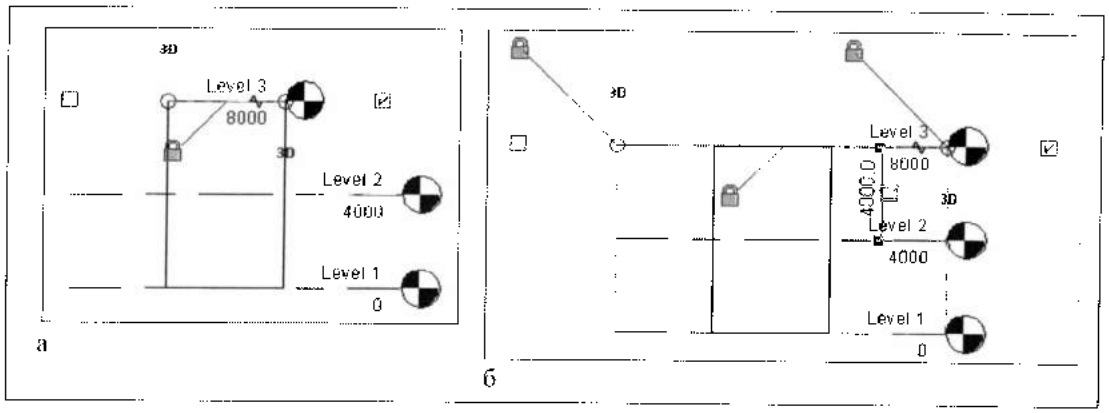

Рис. 7.1. *Создание линии уровня с использованием опорного ребра*
4. Если в поле **Offset** было введено смещение, равное нулю, щелкнуть мышью по горизонтальному ребру существующего элемента, например стены. Будет сформирована линия уровня, совпадающая с его концевыми точками (рис. 7.1,а).
При необходимости концы линий уровня выровнять относительно друг друга (рис. 7.1,б). В этом случае при выборе линии виден значок замка. Если он закрыт, то при горизонтальном смещении уровня все выровненные с ним линии перемещаются согласованно.